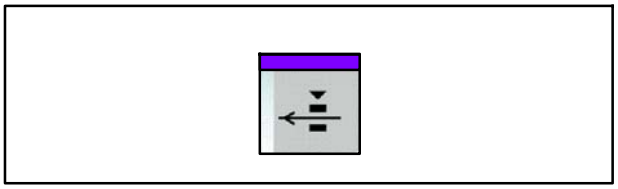

Fig. 166 Touche Lever/abaisser le dispositif d’arrêt de bande
4. Le cas échéant, appuyer sur la touche Lever/abaisser le dispositif d’arrêt de bande (Fig. 166) pour lever le dispositif d’arrêt de bande